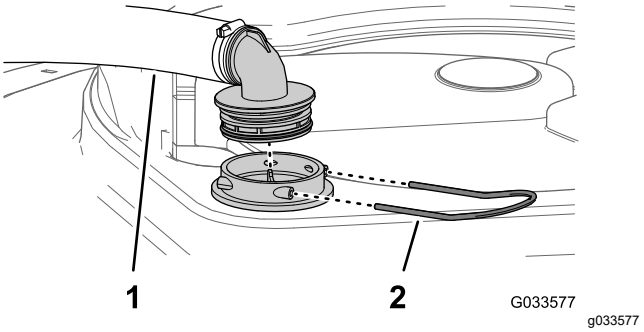

Figuur 59
2. Verwijder bovenaan de spuittank de borgclip waarmee de slangfitting bevestigd is aan de grote slang van de behuizing van de zuigkorf (Figuur 59).
3. Verwijder de slang en de slangfitting van de behuizing van de zuigkorf (Figuur 59).